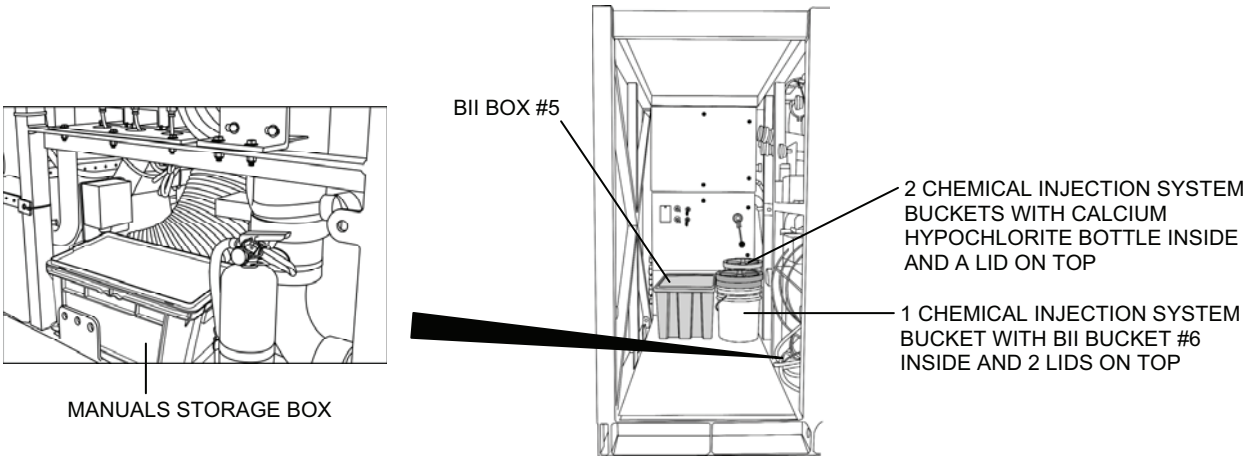

Figure 10. Operator Station Packout 1.
1. Place the TWPS Technical Manuals (TM) and the Repair Parts and Special Tools List (RPSTL) Manual in the manuals storage box and put the cover on the box.
2. Set the manuals storage box under the chemical injection pumps next to the fire extinguisher (Figure 10).
5. Place BII box #5 on the floor, to the left side of the Power Distribution Panel, then place the buckets beside it (Figure 10).